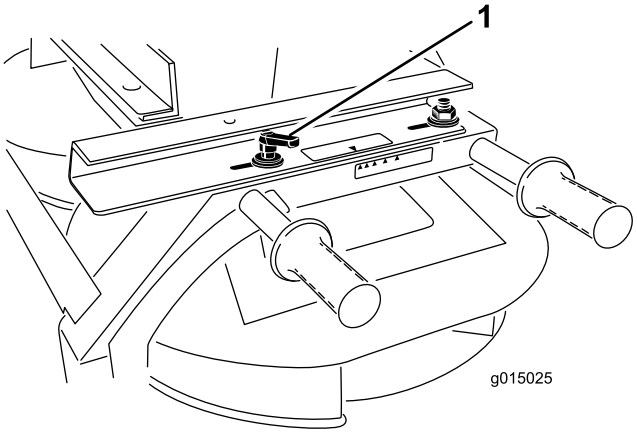

Figuur 32
1. Draai de handgreep aan beide zijden van de dubbele spinner los (Figuur 32).